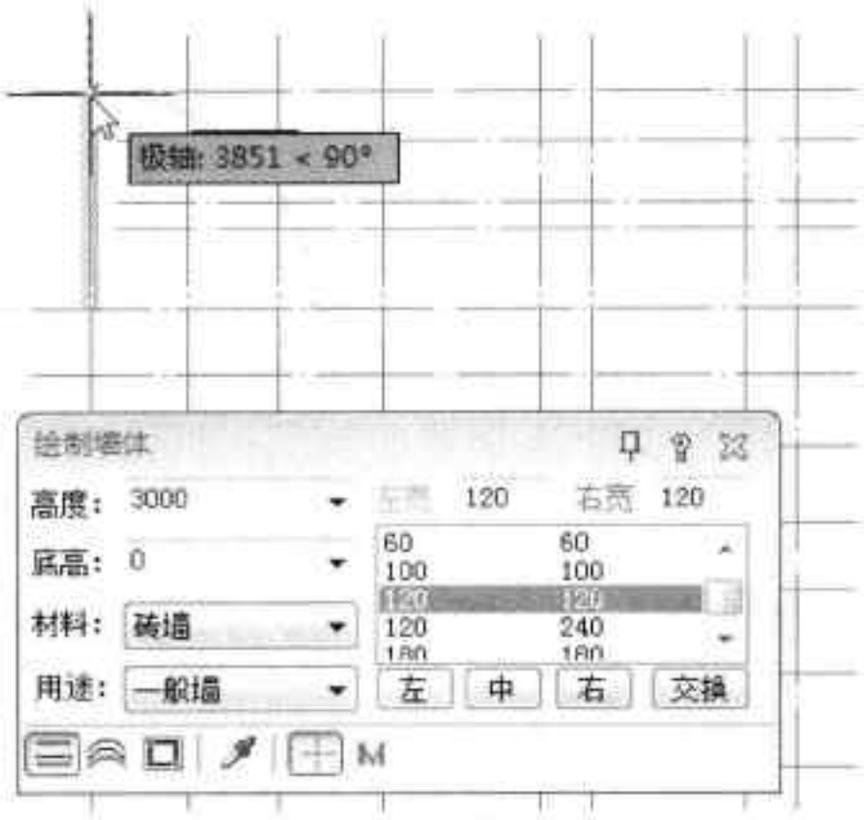

图16-51 捕捉轴线另一端点
Step 05 捕捉轴线另一端点，可完成一段墙体线的绘制，如图 16-51 所示。